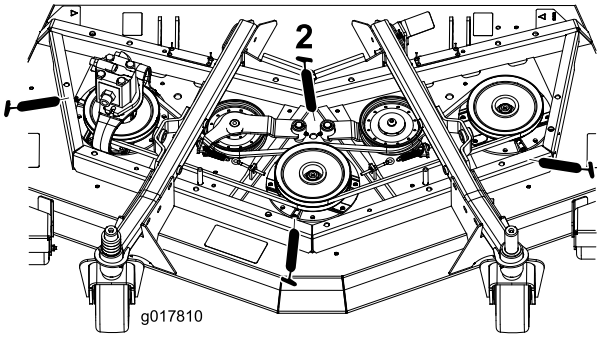

Рисунок 39
- Подшипники валов шпинделей (3 шт.) (расположенные под шкивом) (Рисунок 39)
- Втулки осей поворота рычагов натяжных шкивов (2 шт.) (Рисунок 39)